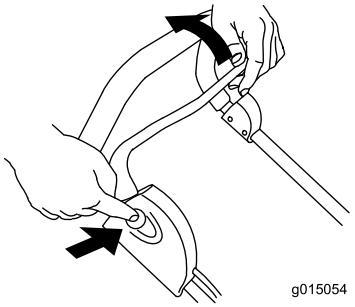

Figura 10
4. Tenete premuto il pulsante e tirate la barra di comando verso la stegola (Figura 10).